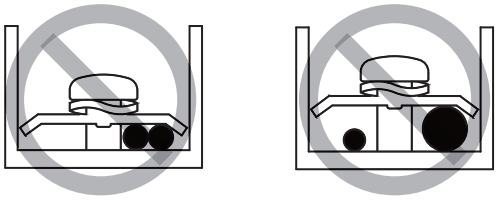

Figure 7.2
• Do not connect two power cords with different diameters to the same power supply terminal. Otherwise, the wires may overheat due to loose wiring (See Figure 7.2).